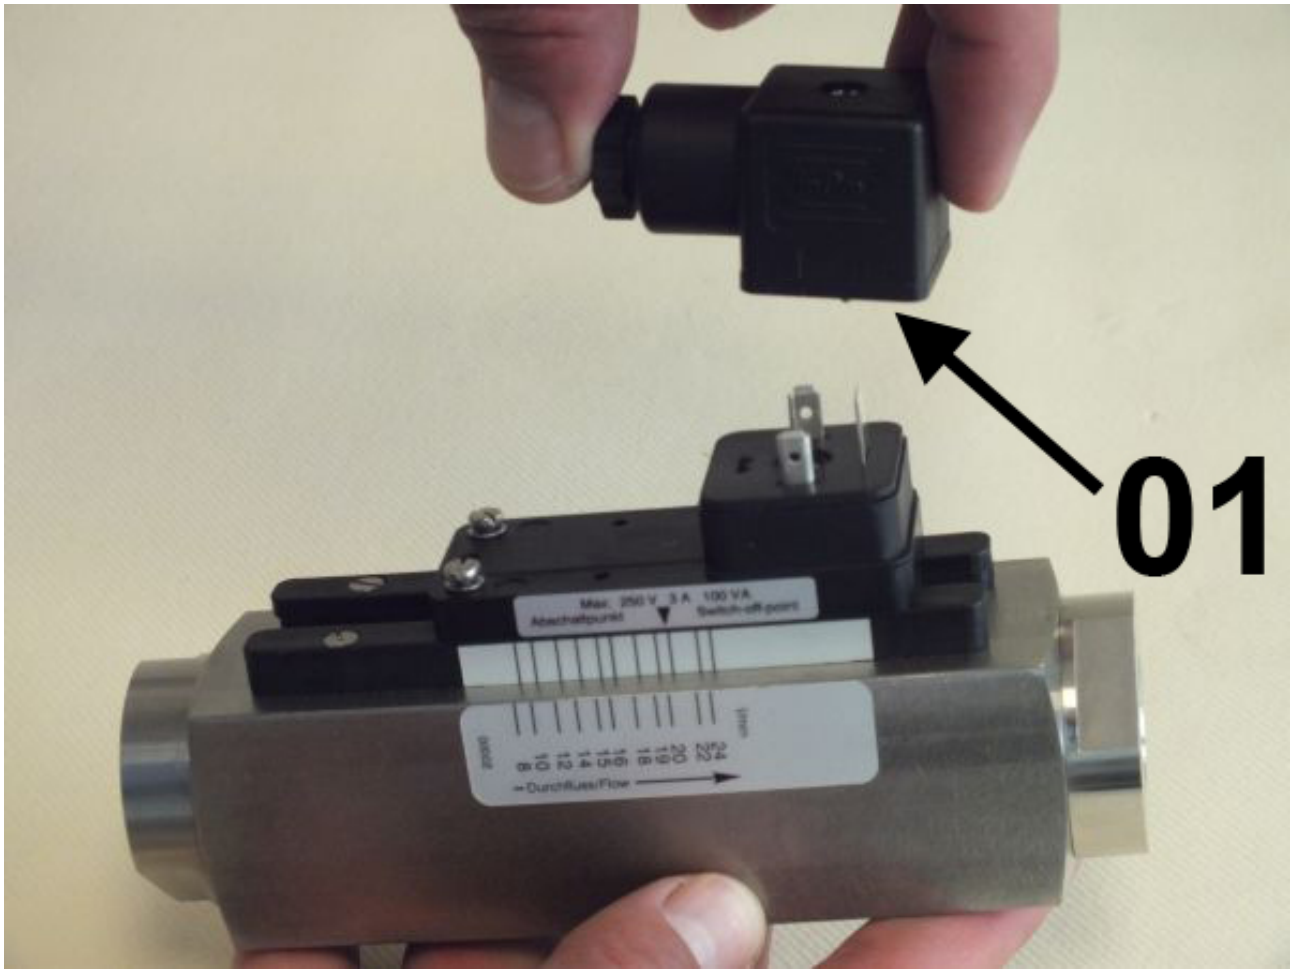

Fig. 67: Remove female socket
2. Remove the female socket and gasket (*Fig. 67*/01) by pulling upwards.